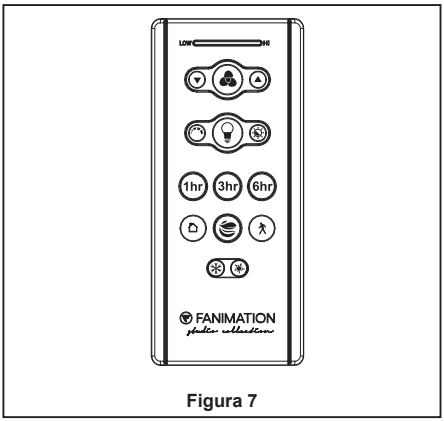

Figura 7
7. Funciones del control remoto: (Figura 7)